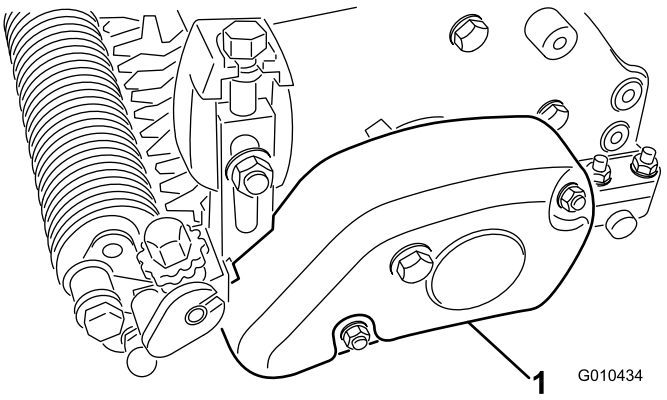

図 20
3. ベルトカバーをグルーマハウジングアセンブリに取り付けるロックナットM8、2個を使用する図 20。